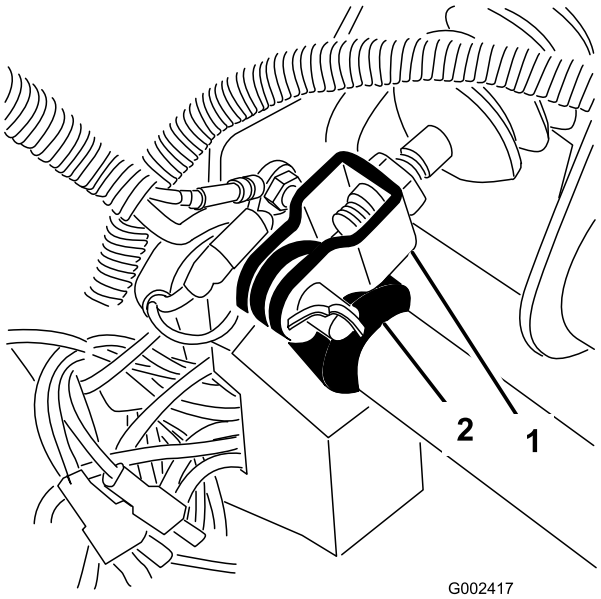

**Figur 64**
1. Fjern låseclipsen og gaffelbolten, som fastgør hovedcylindergaflen til bremsepedalens drejetap (Figur 64).